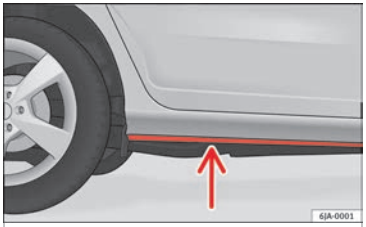

Fig. 94 Driving through water.
- Determine the depth of the water before entering. Water can reach a maximum height of below the door sill ››› Fig. 94.